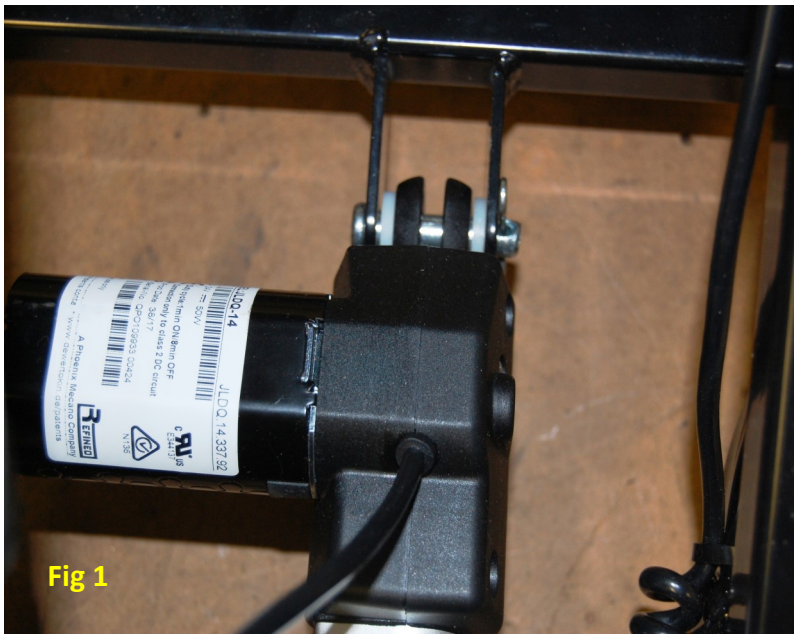

Fig 1
Step 1 - Align the back of cradle lift motor (GM1450-CM) to frame bracket. Insert clevis pin (BB5512) 3/8" x 1 5/8" through frame, two 750 x 394 x 125 nylon washers (BB5535) 394 x 750 x 125, motor and attach with bow shaft 72 1/4 hitch pin (BB5514). Fig 1